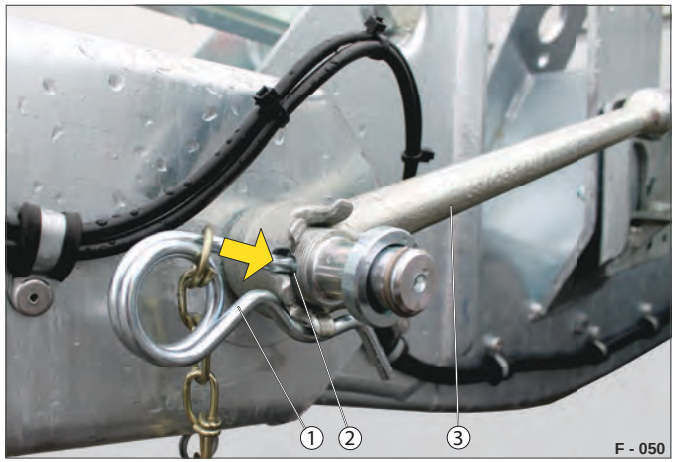

Fig. 48 Fastgørelse og sikring
▶ Drej låsestangen (Fig. 48 /3) fast.
Boringen (Fig. 48 /2) til fjederstiften (Fig. 48 /1) skal være fri.